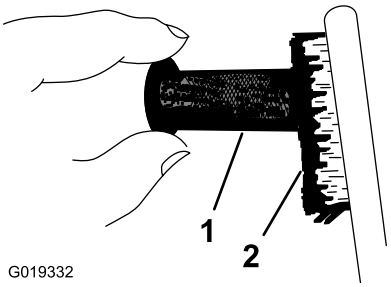

Figure 57
6. Avec une brosse, décalaminez la grille du pare-étincelles avec précaution (Figure 57).